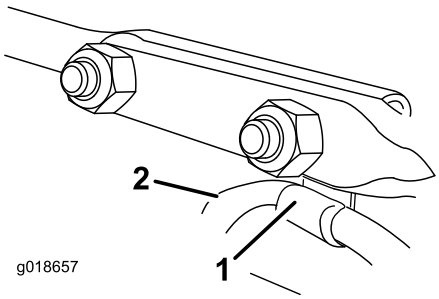

Rysunek 17
6. Załóż zacisk linki, który podtrzymuje linkę deflektora, pod główkę przedniej śruby podsadzanej i dokręć śruby podsadzane za pomocą nakrętek zabezpieczających z woreczka z częściami (Rysunek 17).